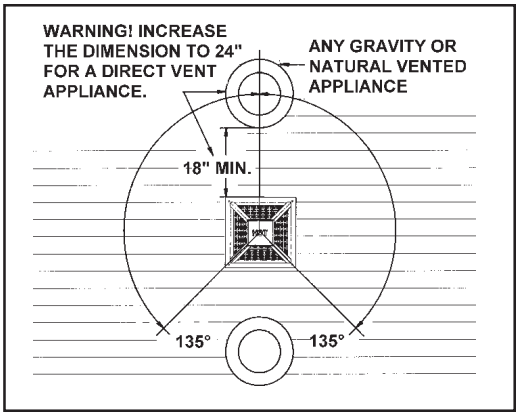

FIGURE 6
- 18” minimum from other gravity or natural appliance outlet vents when directly above or 135° to either side of center line, see Figure 6.